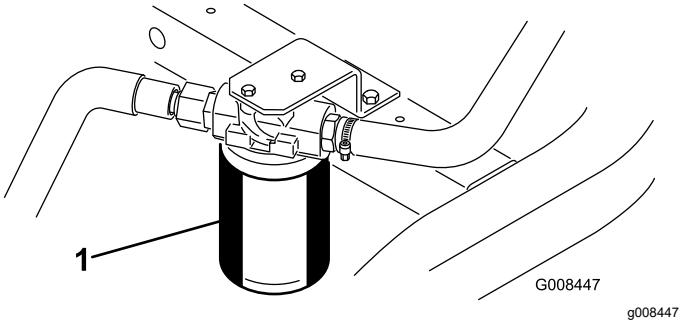

Figur 50
1. Rengør det område, hvor filteret monteres (Figur 50). Anbring en drænbakke under filteret, og afmonter filteret.